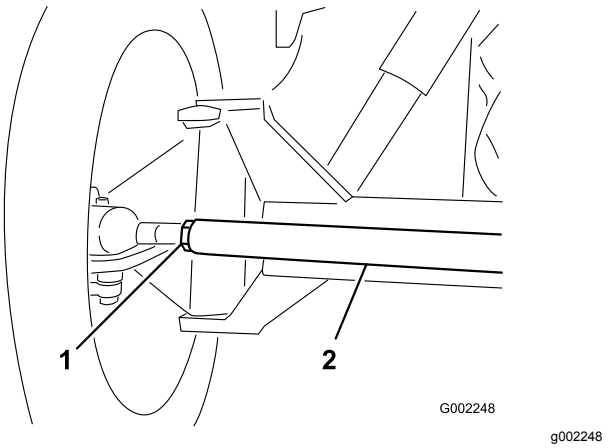

Figur 84
3. Hvis målene ikke faller innenfor det spesifiserte området, løsne låsemutteren i begge ender av parallellstaget (Figur 84).